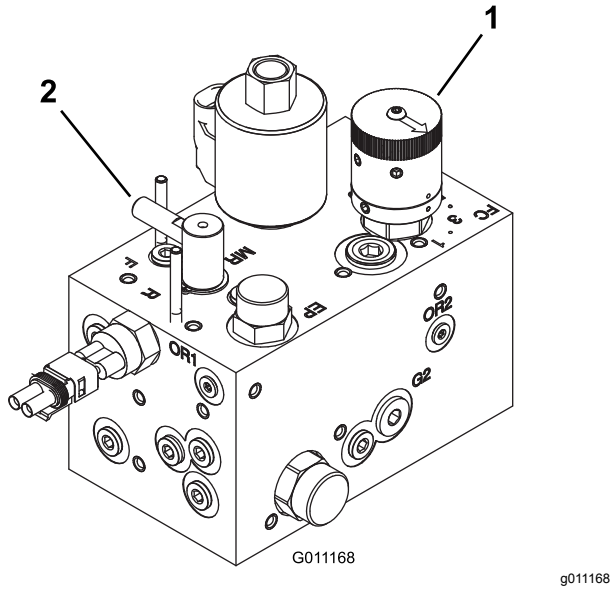

Figur 76
3. Vrid slipningsreglaget till slipläget (R). Vrid cylinderhastighetsreglaget till läge 1 (Figur 76).